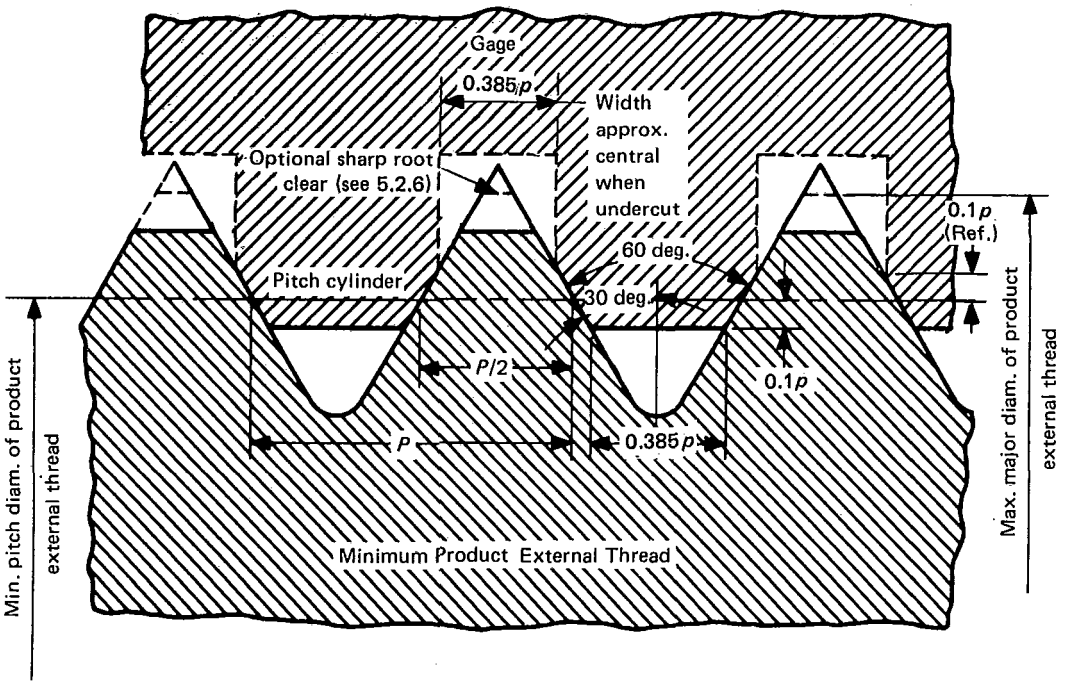

FIG. 19 LO FUNCTIONAL DIAMETER LIMIT
5.2.4. Thread Form. The specifications for thread form are summarized in Table 4 and Fig. 19.